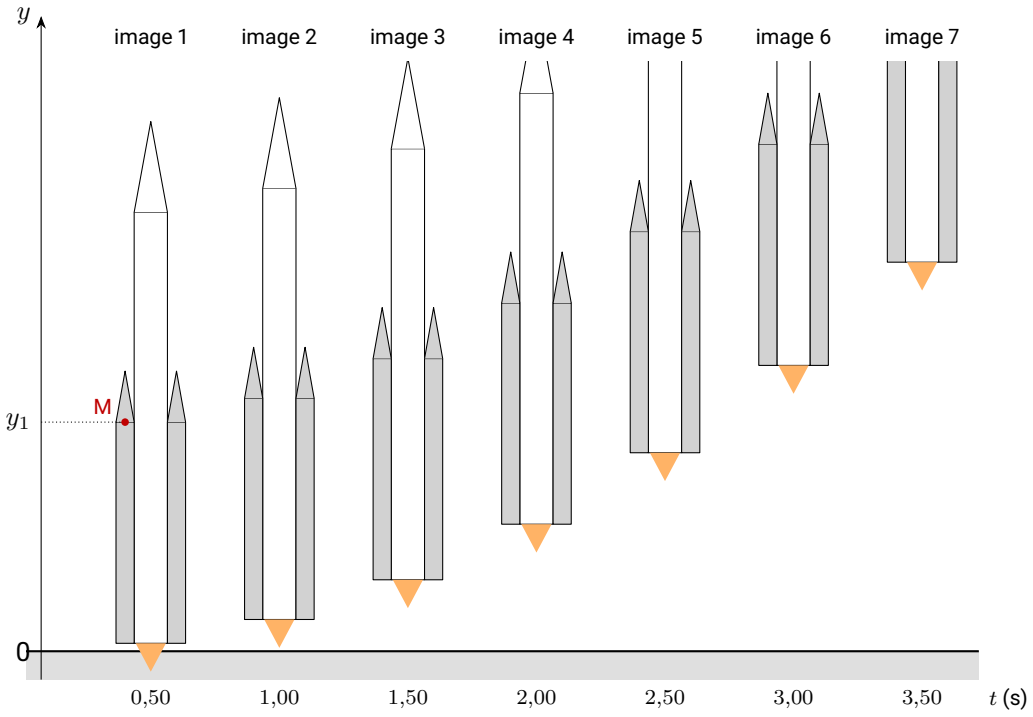

Figure 5 – Chronophotographie du décollage (seules les positions verticales comptent)
La figure 5 reproduit sept images successives du décollage, prises à intervalles de $0{,}50\,\text{s}$ et décalées horizontalement pour la lisibilité. Le point repère M est le haut de la partie cylindrique du propulseur d'appoint de gauche, à la base de son cône (marqué sur l'image 1). L'axe vertical Oy, orienté vers le haut, a pour origine la position de la base du lanceur avant le décollage.
2) À l'aide de mesures effectuées sur la figure 5, estimer la valeur de y_5. Expliquer la démarche.